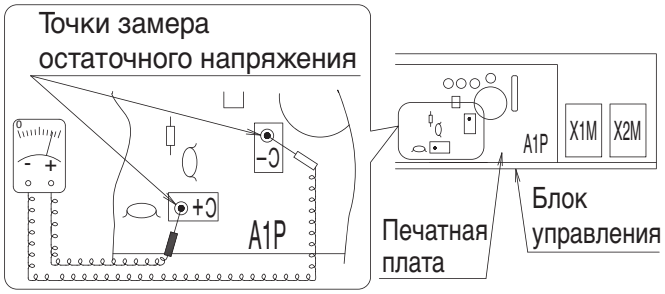

Рис. 1
- После открытия крышки блока управления измерьте тестером остаточное напряжение в точках на печатной плате, указанных на **Рис. 1**, не дотрагиваясь руками до деталей под напряжением, и убедитесь, что напряжение не превышает 50 В пост. тока.